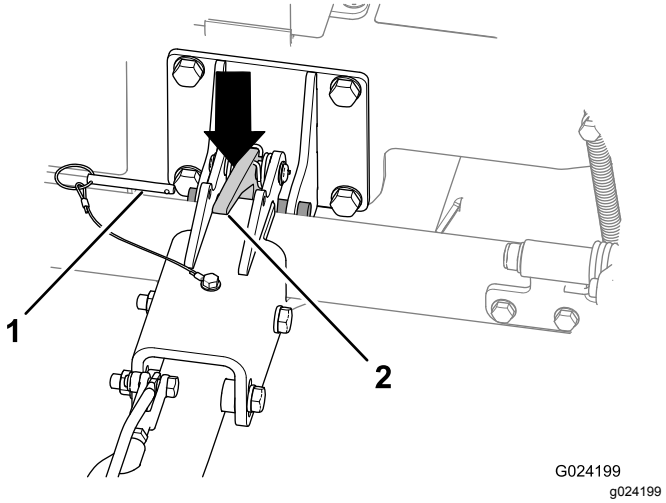

**Figuur 21**
2. Verwijder de borgpen (Figuur 21).
4. Duw de pal van de trekhaak naar beneden om de trekhaak te ontgrendelen (Figuur 21).